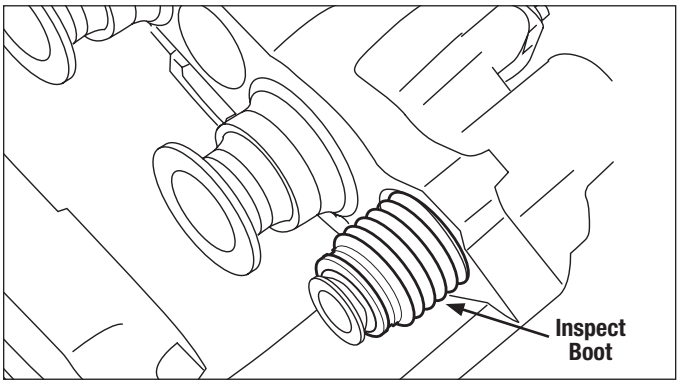

Figure 28 – Guide Pin Boot Inspection (This Image Does Not Show the Carrier)
4.5.4 *See Figures 28 and 29.* With the pads removed, slide the carrier by hand to the inboard position *(See Figure 28)*. By looking through the opening where the pads are installed – and also from below – inspect the inner boot (9) for each of the guide pins. **INSPECT FOR DAMAGE, CUTS AND CRACKS.** Replace damaged boots immediately to prevent dirt and/or moisture affecting the movement of the guide pins *(See Section 5.4)*. Damaged or corroded guide pins will impair the operation of the brake.